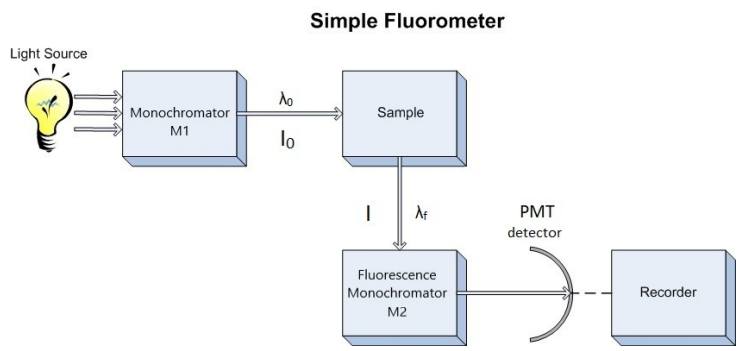

Figure 4.3: *Schematic Diagram of Fluorometer. M1 = excitation monochromator, M2 emission monochromator, Photo Multiplier Tube detector.*
Since our interest involves fluorescence, a typical experimental arrangement is shown in Figure 4.3. This is used in either of two distinct ways. The first, which holds the excitation monochromator M1 fixed, and varies the emission monochromator M2, yields an emission spectrum (the wavelength distribution of light emitted by the excited singlet state). When generating an emission section, the intensity of the transmitted light (I) is measured and compared to the transmitted light's measured wavelength (λ_f). Alternately, M2 can be fixed and M1 varied; this procedure produces an excitation spectrum (a plot of fluorescence intensity as a function of excitation wavelength). The excitation spectrum can be produced by measuring the intensity of the transmitted light (I) and comparing it to the measured wavelength of the incident light (λ_0). Often, the excitation spectrum of a pure compound has exactly the same profile as the absorption spectrum (Figure 4.1). The principles described by Figure 4.1 can be observed in the excitation and emission spectra. An example of these spectra can be seen in Figure 4.4.